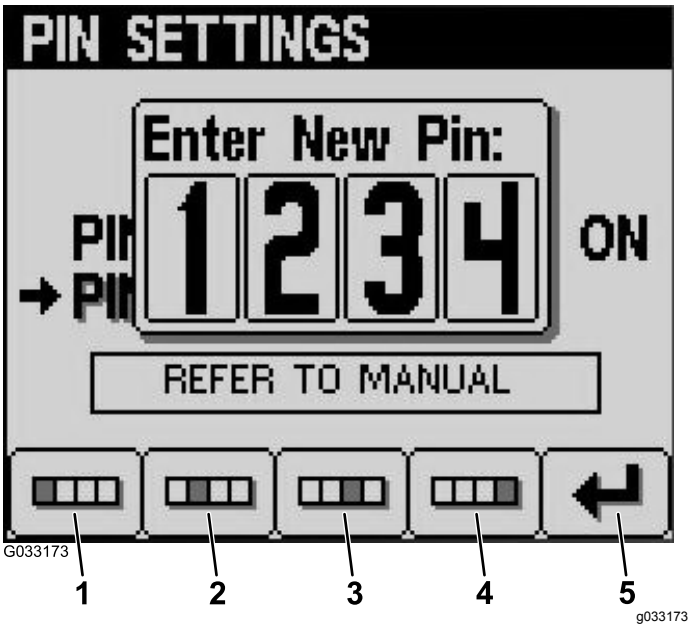

Figuur 25
7. Voer de nieuwe code in door middel van knoppen 1 tot 4 en druk op knop 5 wanneer u de nieuwe code ingevoerd hebt (Figuur 25).